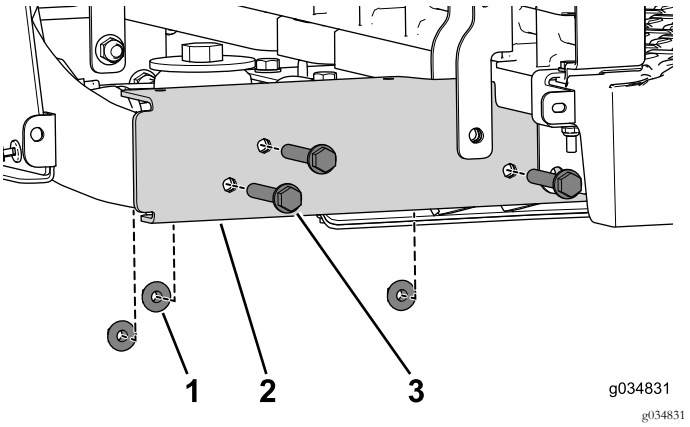

Bild 17
4. Entfernen Sie die drei Bundbolzen (3/8" x 2½") und Muttern (Bild 17). Führen Sie dies an beiden Seiten der Maschine aus.